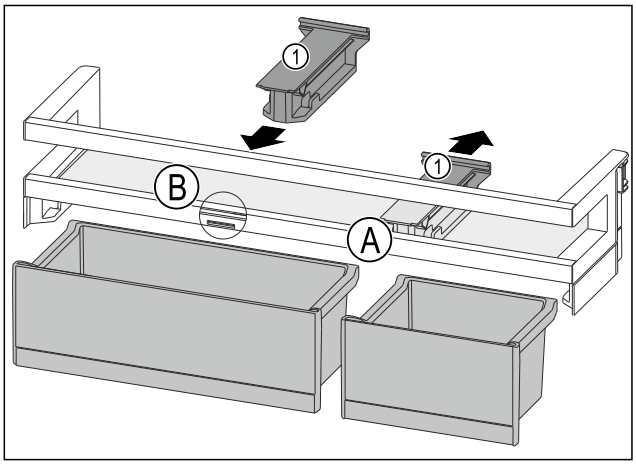

Fig. 162
▶ 将定位件 *Fig. 162 (1)*向后拉至位置 *Fig. 162 (A)*。
▶ 将定位件 *Fig. 162 (1)*插入至位置 *Fig. 162 (B)*。